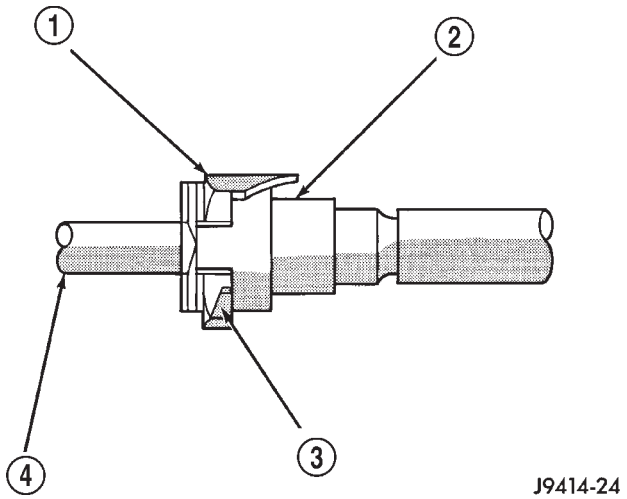

Fig. 45 SINGLE-TAB TYPE FITTING
(5) **Single-Tab Type Fitting:** This type of fitting is equipped with a single pull tab (Fig. 45). The tab is removable. After tab is removed, quick-connect fitting can be separated from fuel system component.